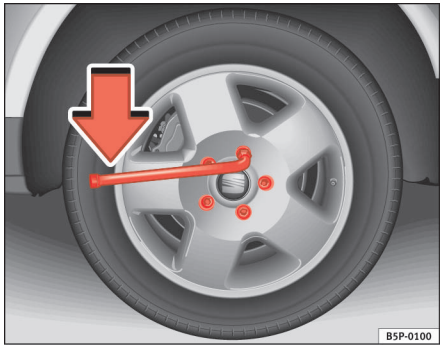

Fig. 151 Hjulskift: Sådan løsnes hjulboltene.
– Tag fat i enden af hjulnøglen, og drej bolten ca. en omdrejning mod **venstre** ⇒ side 229, fig. 151.